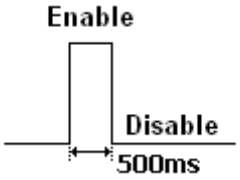
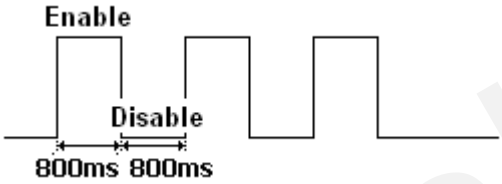
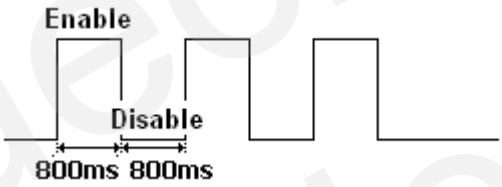

Figure 3: Wave Shape 2
Figure 4: Wave Shape 3
Figure 5: Wave Shape 4
- <*Duration*>: Please refer to Figure 3, Figure 4 and Figure 5. The unit is 100ms.
- <*Toggle Times*>: Please refer to Figure 3, Figure 4 and Figure 5. If the <*Duration*> is set to 0, the <*Toggle Times*> must be set to 0 rather than other values; otherwise the command will be invalid.